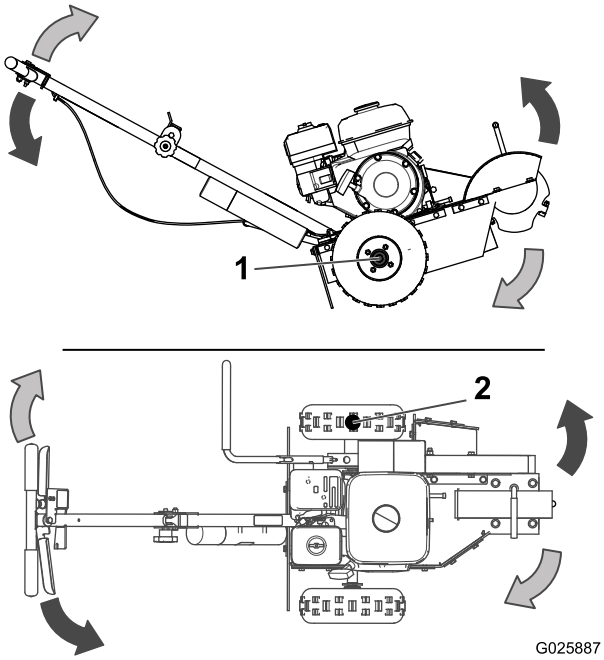
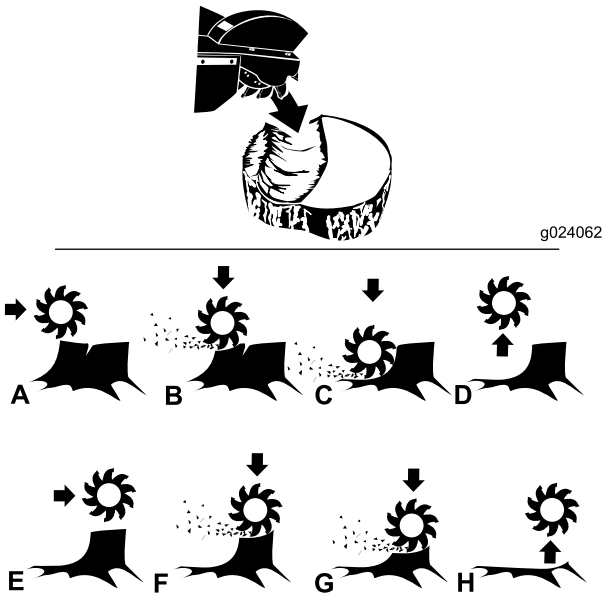

Figura 12
Figura 13
2. Empuje el manillar hacia abajo lo suficiente para levantar la rueda de corte del suelo (Figura 12).
5. Mueva la rueda de corte a un lado (Figura 12), luego bájela aproximadamente 13–25 mm (1/2–1 pulgada) sobre la esquina superior delantera del tocón. Mueva la rueda de corte hacia un lado y otro, bajando la rueda de 13–25 mm (1/2–1 pulgada) aproximadamente antes de cada pasada, hasta que haya eliminado la parte delantera del tocón hasta el nivel del suelo (Figura 13, A–D).
7. Repita los pasos 5 a 6 hasta que haya eliminado el tocón por completo (Figura 13, E–H).